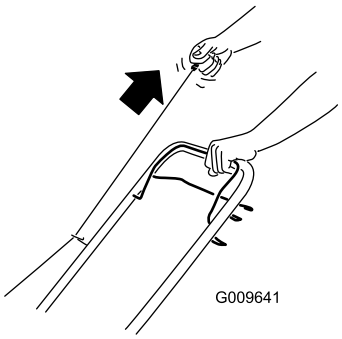

Figur 12
3. Træk i tilbageslagsstarterhåndtaget (Figur 12).